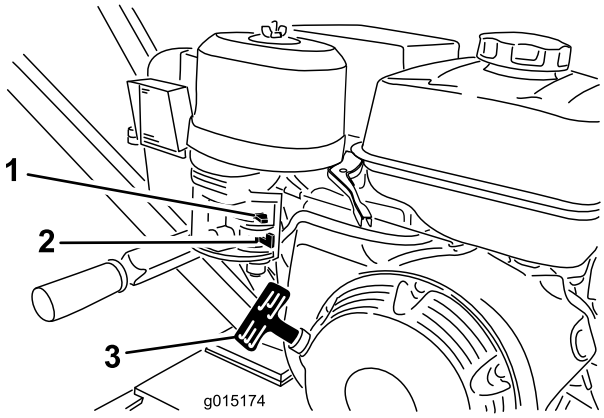

Figura 11
1. Mueva la válvula de combustible a la posición de Abierto, totalmente hacia la derecha (Figura 11).
4. Tire del arrancador suavemente hasta que note resistencia, luego tire con fuerza. Deje que el arrancador vuelva lentamente a su posición inicial (Figura 11).